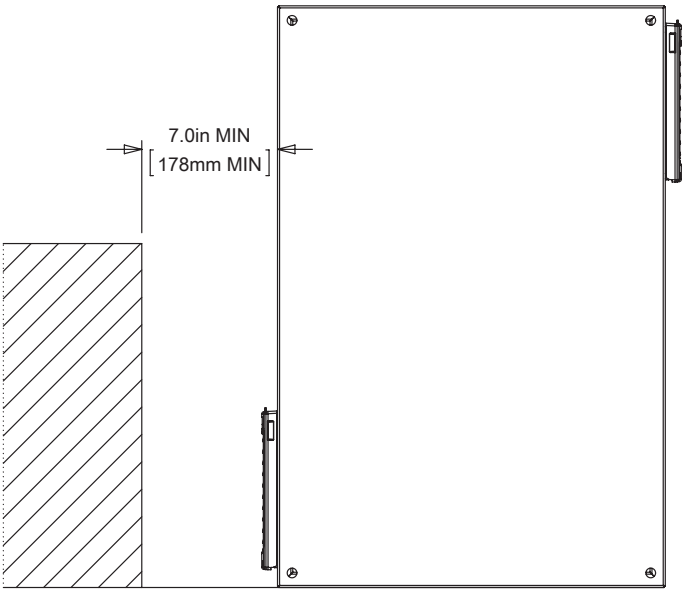

Figure 7
10. Verify the location of the enclosure with installed filter fan has a minimum clearance of 7.00 (178 mm). See Figure 7 on page 4